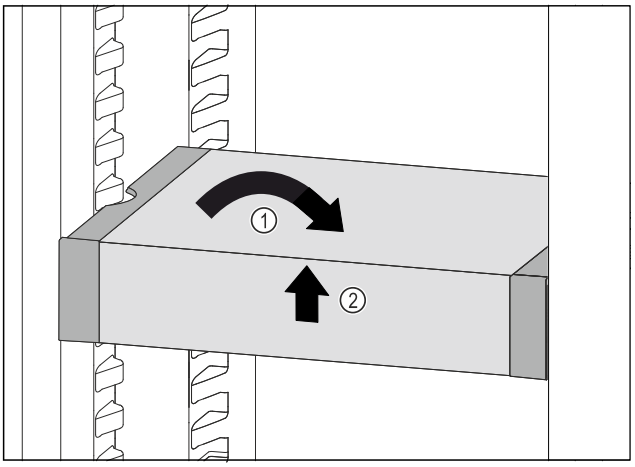

Fig. 197
▶ Poziționați drept VarioSafe. *Fig. 197 (1)*
▶ Ridicați în față VarioSafe. *Fig. 197 (2)*